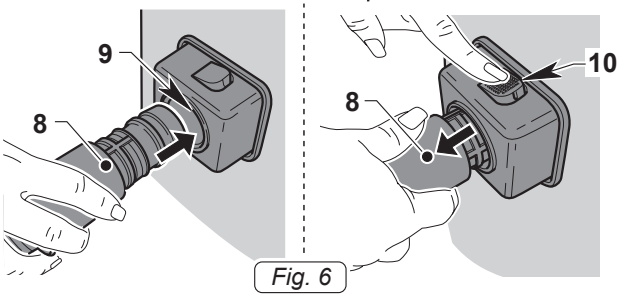

Fig. 6
- Introduire, jusqu'en fin de course, le manchon (8 Fig. 6) du tuyau d'aspiration dans la bouche (9 Fig. 6) présente sur la cuve.
- Pour décrocher le manchon (8 Fig. 6) appuyer et maintenir le bouton enfoncer (10 Fig. 6) puis tirer sur le manchon vers l'extérieur (8 Fig. 6).